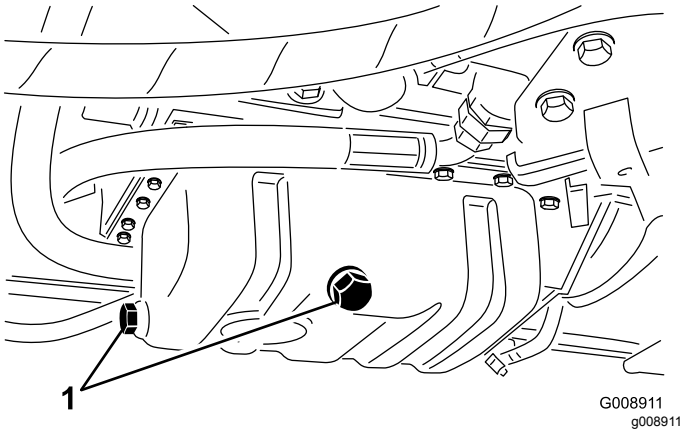

Figur 45
1. Ta bort avtappningspluggen (Figur 45) och låt oljan rinna ned i ett avtappningskärl.